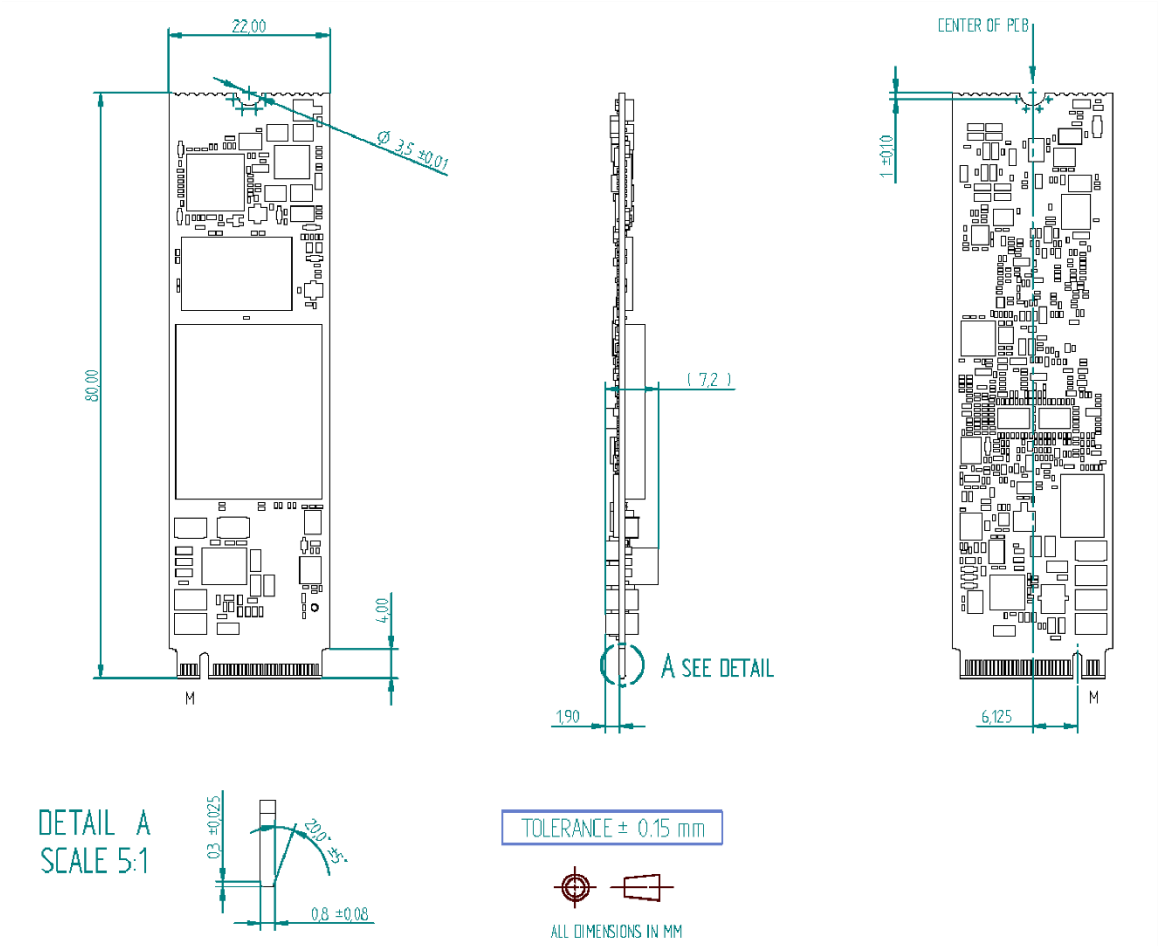

Figure 2: Board dimensions of the Metis M.2 card
- Figure 2 shows the board layout and dimensions.